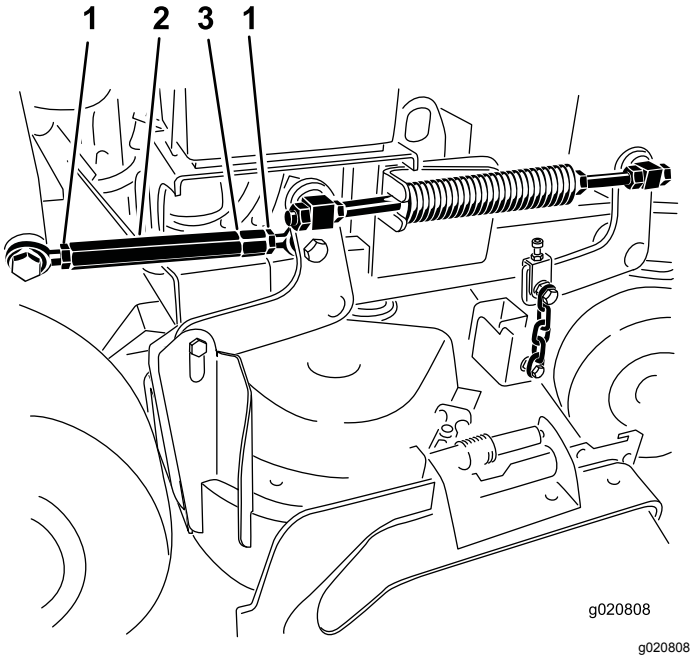

**Figuur 87**
4. Draai de contramoeren aan beide zijden van de spanschroef los (Figuur 87).
**Opmerking:** Het uiteinde van de spanschroef met de groef erin heeft linkse schroefdraad (Figuur 87).